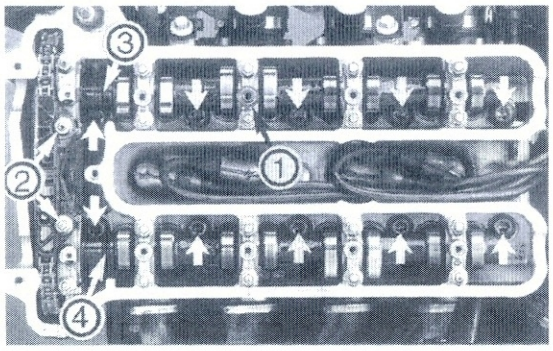
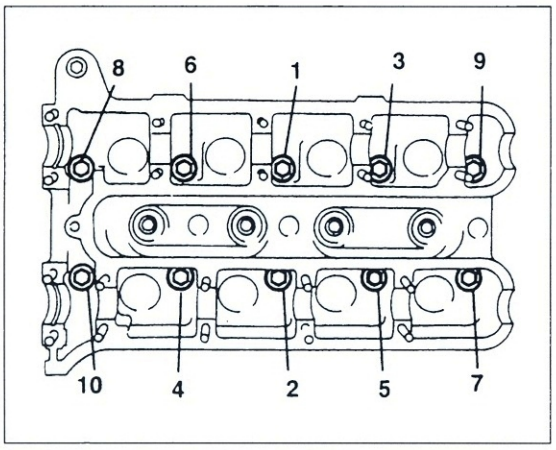

Bild 127
Bild 128
● Befestigungsschrauben ① Bild 127 (SW TORX T 50) mit Scheibe über Kreuz **von innen nach aussen** bis zum Anliegen anziehen. Anschliessend Schrauben in der in Bild 128 gezeigten Reihenfolge nachziehen (22 Nm).
● ⚠ Beim **Einbau der Nockenwellen** Kennzeichnung der Einlasswelle ③ Bild 127 und Auslasswelle ④ beachten.